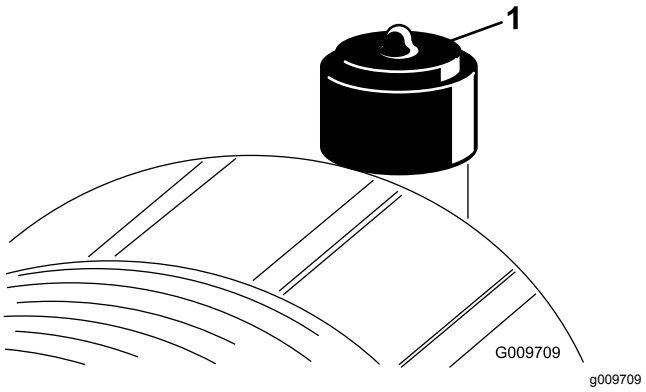

Rysunek 28
Sprawdź filtr powietrza tylko wtedy, gdy wskaźnik (Rysunek 28) to sygnalizuje. Wcześniejsza wymiana filtra niż jest to konieczne zwiększa możliwość przedostania się zanieczyszczeń do silnika podczas usuwania filtra.
6. Wyzeruj wskaźnik (Rysunek 28), jeśli jest czerwony.